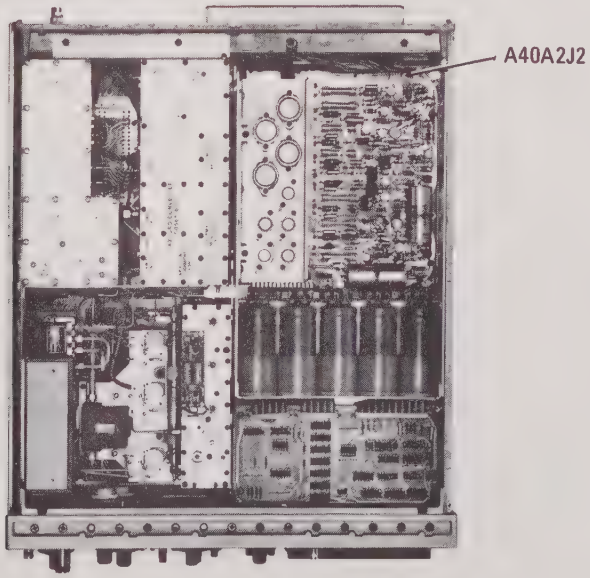

Figure 5-2. A40A2 Adjustment Location
c. Adjust +15V REF A40A2R17 for +15.00 Vdc ±0.005 Vdc at A40A2J2-11 (Figure 5-2).